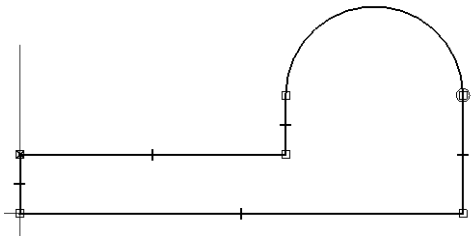

Figure 2-54 *Outer loop of the profile for Tutorial 3*
12. Click to specify the endpoint of the line. The profile after drawing the outer loop is displayed in Figure 2-54. Next, press ESC to exit the tool.